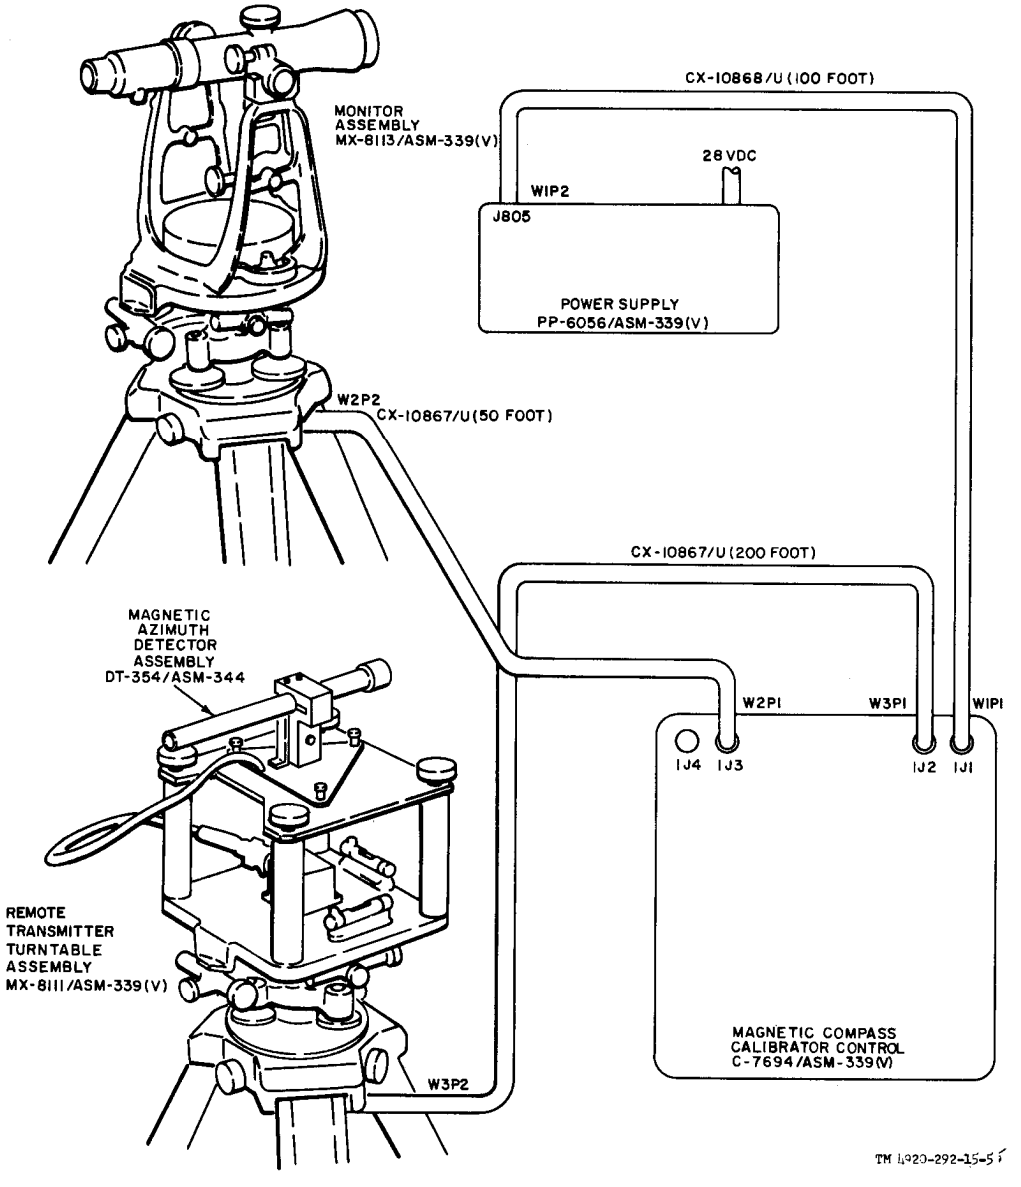

Figure 11-5. Teet setup for misalignment, range test, and monitor assembly manual and electrical swing test.
a. Set up equipment as shown in figure 11-5.